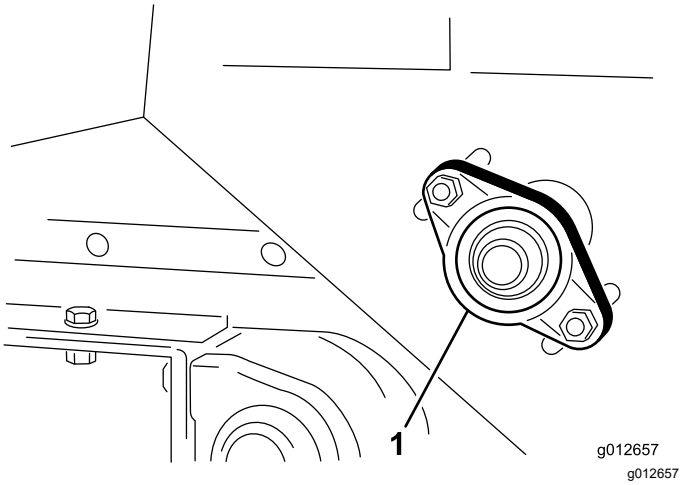

**Figuur 40**
1. Zet de moeren los waarmee de lagerbehuizing (Figuur 40) aan de rechterkant van de machine bevestigd is.